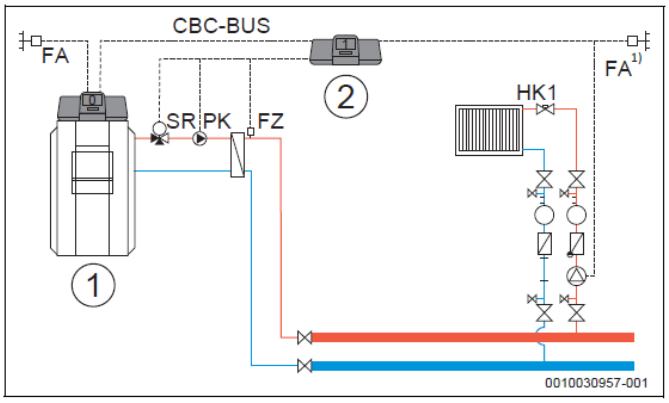

Рис. 17 Варіант 4: Підстанція з Logamatic 5313, з функцією попереднього змішування, компенсацією втрат тепла через датчик FZ, з обмеженням навантаження
- в мережному шинному BUS-каскаді з двох або більше систем керування в кожній системі керування Logamatic 5313 або Logamatic 5311 підстанції (→ Рис. 17 та 18, Варіант 4 та Варіант 5);
- У випадку «Підлегла система (*Slave*) як Підстанція» для використання «Функції підстанції» вимагається Logamatic 5313 (→ Рис. 17 ... Рис. 19, Варіант 4 .... 6).
Система керування розширення Logamatic 5310 не підтримує бустерну функцію на внутрішньому апаратурному рівні. Додаткові функції бустерного насоса в Logamatic 5310 не застосовуються, тому що в системі керування немає датчика FZ. Якщо в поєднанні з Logamatic 5310 потрібна підстанція з бустерним насосом, тоді бустерний насос слід реалізувати через майстер-систему керування (→ Рис. 20, Варіант 7). Альтернативно: щоб реалізувати ці функції в підстанції, можна замість Logamatic 5310 задіяти Logamatic 5313 в якості підстанції (→ Рис. 17 ... 19, Варіант 4 ... 6).
Показник датчика зовнішньої температури підстанції на Рис. 17 ... Рис. 20 може – на вибір – прийматись від майстер-системи керування або для кожної підстанції може бути використано власний датчик зовнішньої температури. На Рис. 20 датчик зовнішньої температури має бути підключеним до майстер-системи керування.